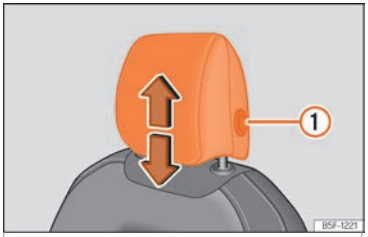
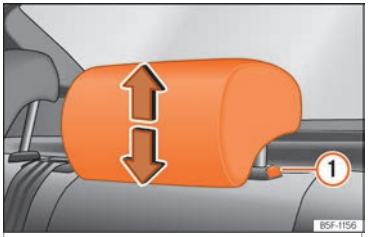

Abb. 113 Vordersitz: Kopfstützeneinstellung.
Abb. 114 Kopfstützen hinten: Kopfstützeneinstellung.
- Fassen Sie die Kopfstütze seitlich mit beiden Händen und schieben Sie sie nach oben bis sie in der gewünschten Position einrastet. Zum Absenken gehen Sie auf der gleiche Weise vor und drücken Sie gleichzeitig die seitliche Taste ① ››› Abb. 113 ››› Abb. 114.
- Seitliche Taste drücken ››› Abb. 113 ① und Kopfstütze herausziehen.